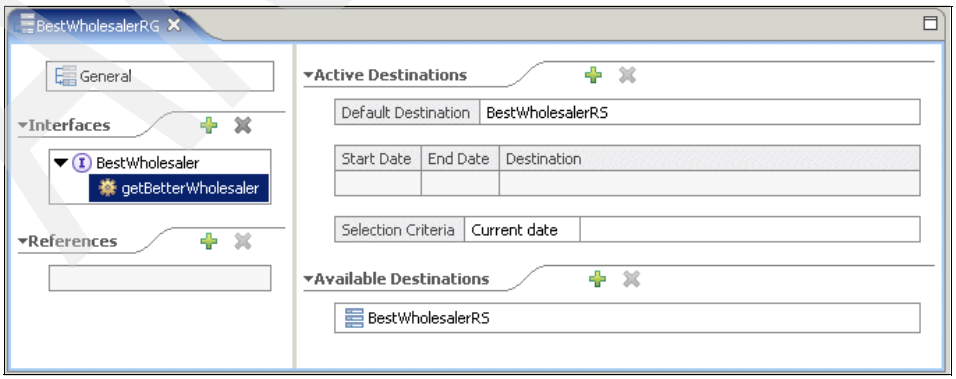

Figure 13-41 The completed BestWholesalerRG business rule group
9. Switch to the BestWholesalerRG Business Rule Group Editor. The completed BestWholesalerRG business rule group should contain the Available Destination BestWholesalerRS (Figure 13-41).